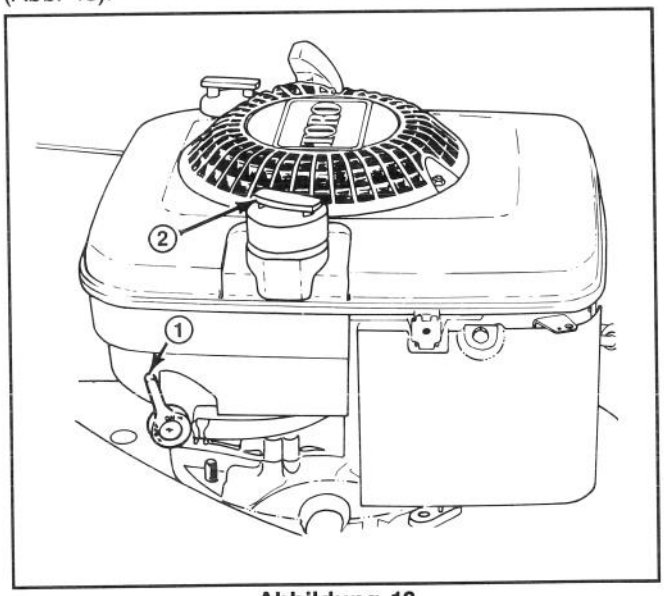

Abbildung 18
2. Das Kraftstoff-Sperrventil in die AUS-Stellung drehen (Abb. 18).
3. Den Tankverschluß abnehmen (Abb. 18) und das Benzin mit einer Saugpumpe in einen sauberen Benzinkanister abpumpen.